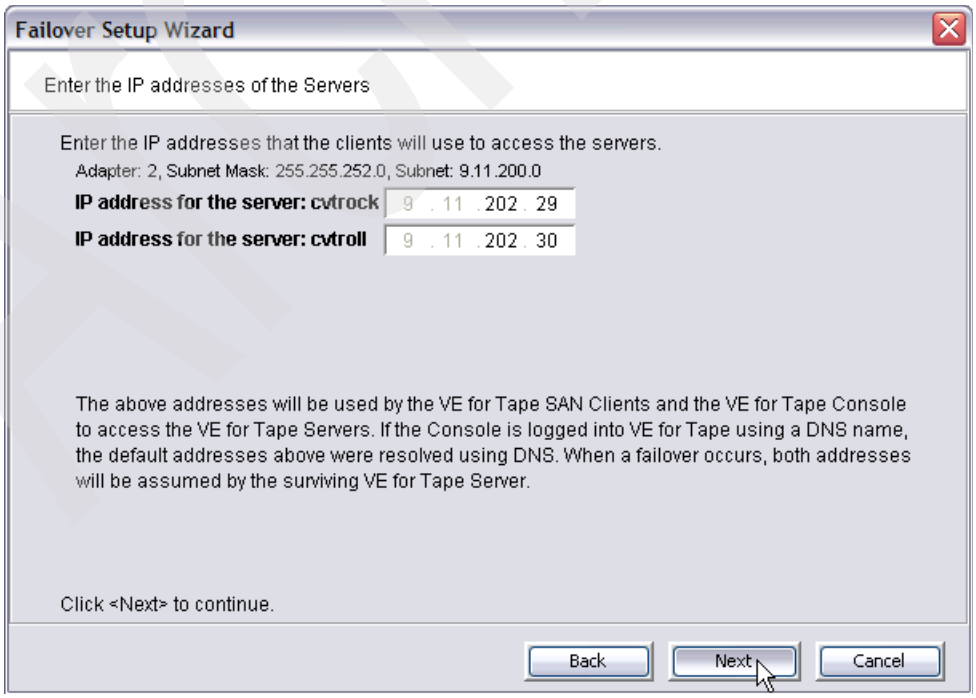

Figure 4-67 Server IP address for eth0
5. Confirm the *server IP address* of eth0 (Adapter 2) for both TS7510 servers, as shown in Figure 4-67. The addresses were set up during the installation. See 4.4.2, “Setting up the network” on page 44. This address is normally used if you connect to the TS7510 with the VE Console. Click **Next**.